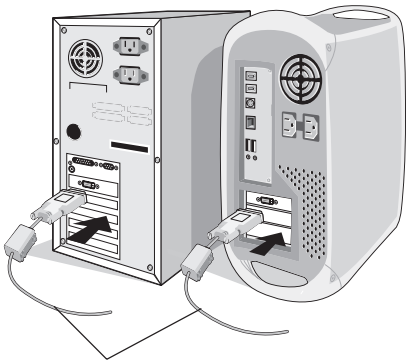

Figure A.1
2. **For the PC or MAC with DVI digital output:** Connect the DVI signal cable (not included) to the connector of the display card in your system (**Figure A.1**). Tighten all screws.